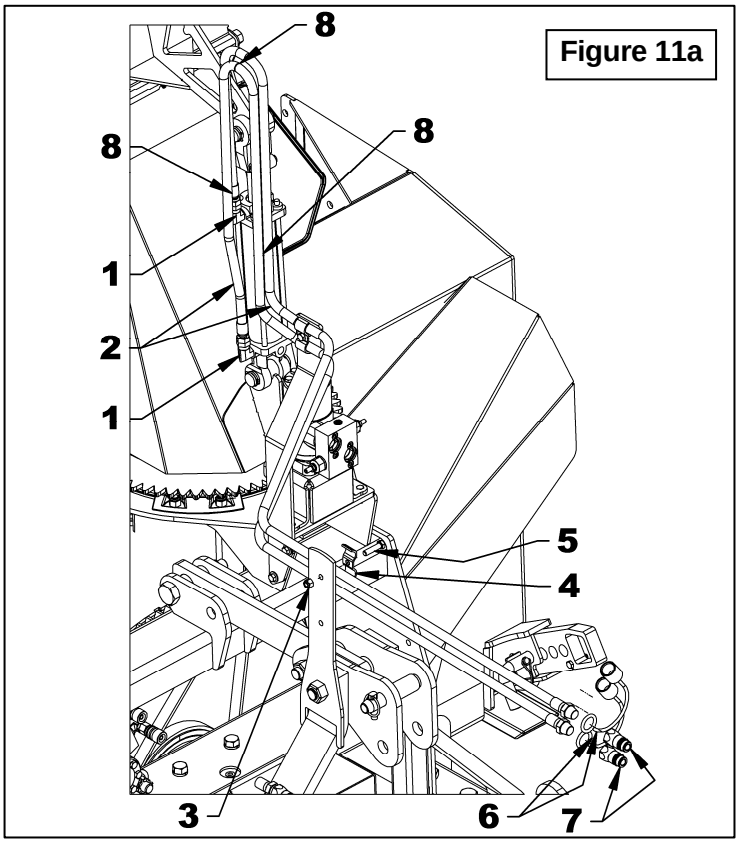

Figure 11a
3. **Figure 11a:** Fixer les boyaux (item 2) au support de boyau précédemment installé en les faisant passer à l'intérieur de la crampe à boyau.
4. **Figure 11a:** Fixer les boyaux (item 2) au support de boyau situé sur l'attache trois points avec la crampe à boyau (item 4), un boulon 3/8"NC x 1 1/2" et un écrou 3/8"NC (items 3, 5).
5. **Figure 11a:** Fixer avec des attaches de nylon 1/4" x 15" lg aux endroits indiqués (items 8).